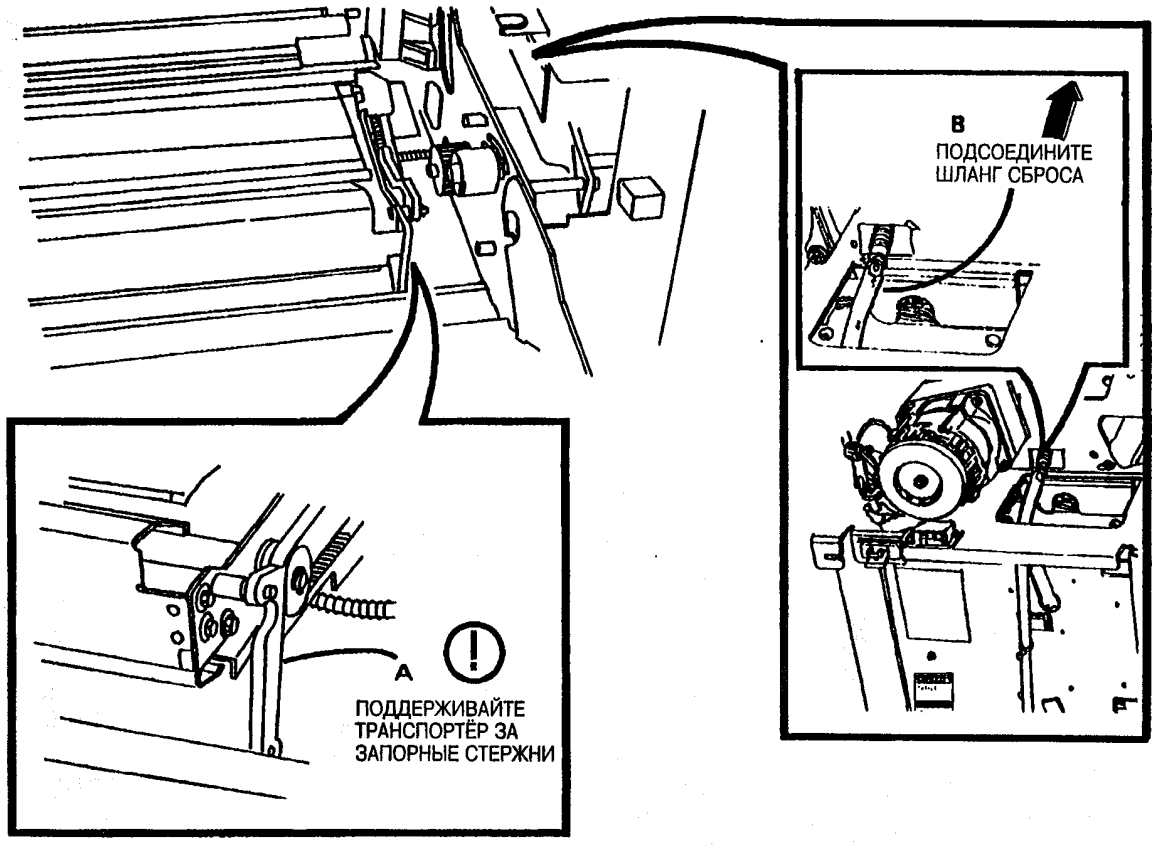

Рис. 4. Установите шланг сброса в бутыль для сбора влаги
2. (Рис. 4): Подсоедините шланг сброса